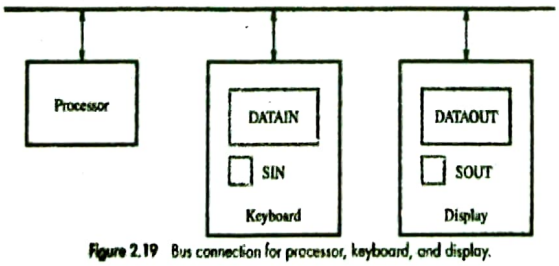

Figure 2.19 Bus connection for processor, keyboard, and display.
- Consider the problem of moving a character-code from the keyboard to the processor (Figure:2.19). For this transfer, buffer-register DATAIN & a status control flags (SIN) are used.